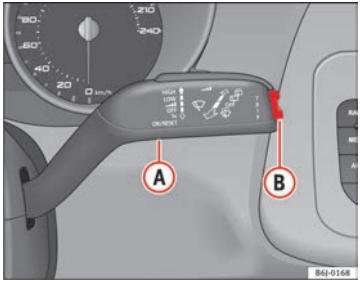

Fig. 35 Windscreen wiper and windscreen wash lever: button A and rocker switch B
You can switch between the following displays in the multifunction display (MFI) by operating rocker switch ⇒ fig. 35 (B) on the windscreen wiper lever. ▶